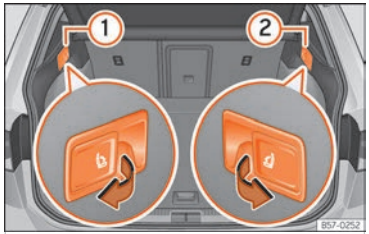

Fig. 81 In the luggage compartment: levers to unlock the rear backrest.
- Pull the remote release lever of the left ››› **Fig. 81** ① or right ② parts of the backrest in the direction of the arrow. The released part of the rear seat backrest is folded automatically down and forwards.